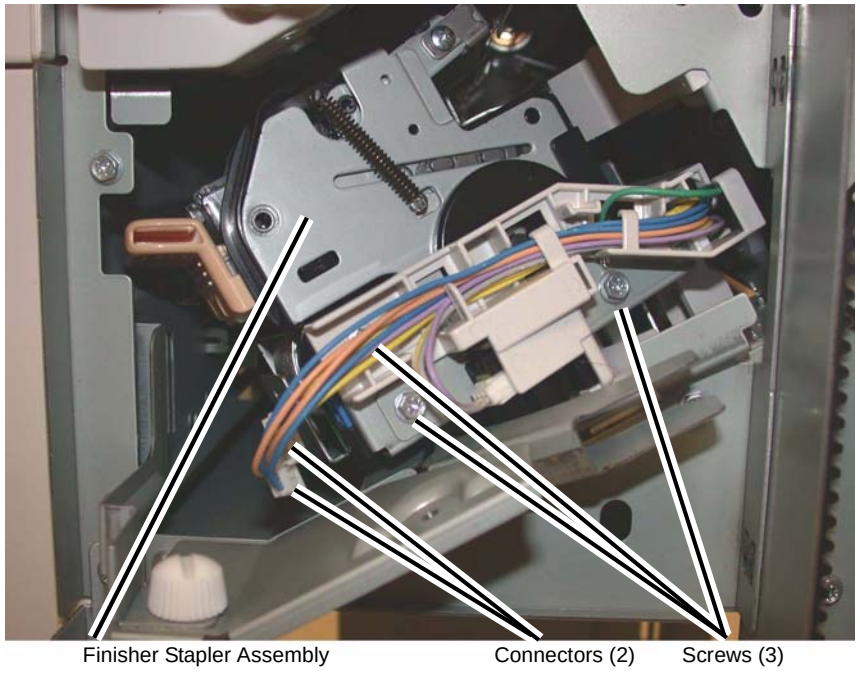

Figure 2 Removing the Finisher Stapler Assembly
6. Remove the Finisher Stapler Assembly (Figure 2).
a. Disconnect the Connectors (2).
b. Remove the Screws (3).